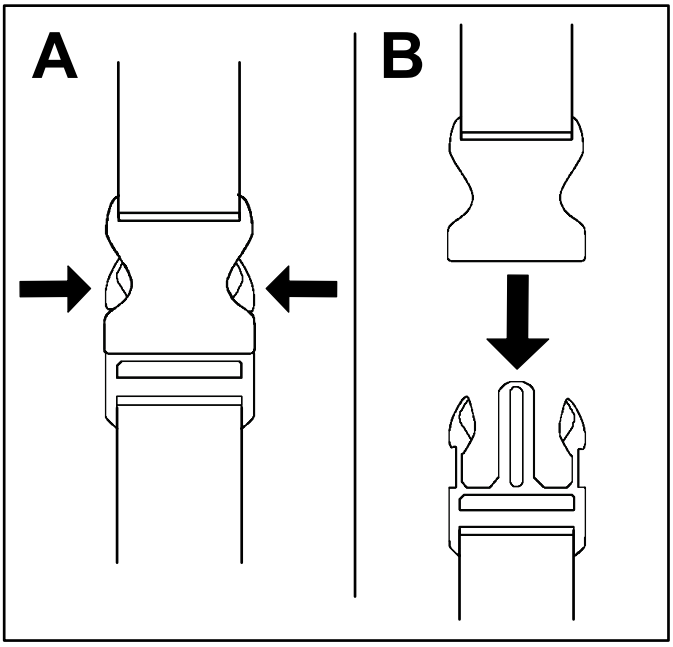

Figura 7
1. Presione hacia dentro los lados de la hebilla (Figura 7, A).
2. Deje que se desconecte la hebilla (Figura 7, B).